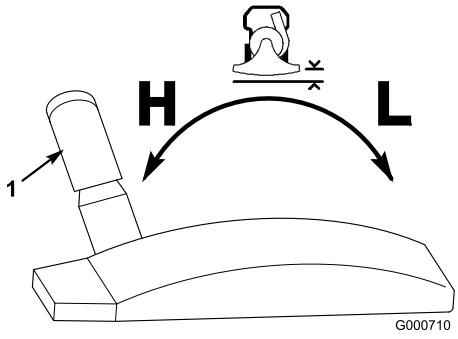

Figur 12
Du kan justera avståndet mellan luftintagshuset och marken genom att flytta höjdjusteringsreglaget (Figur 12) till önskat läge. Ställ in höjden till låg (L) för att vakuumsuga hårda ytor som trottoarer eller uppfarter och till hög (H) för tätt gräs med ett tjockt lager löv eller gräsklipp. Vakuumsugen fungerar bäst om du håller intaget så nära marken som det är praktiskt möjligt med tanke på arbetsuppgiften.